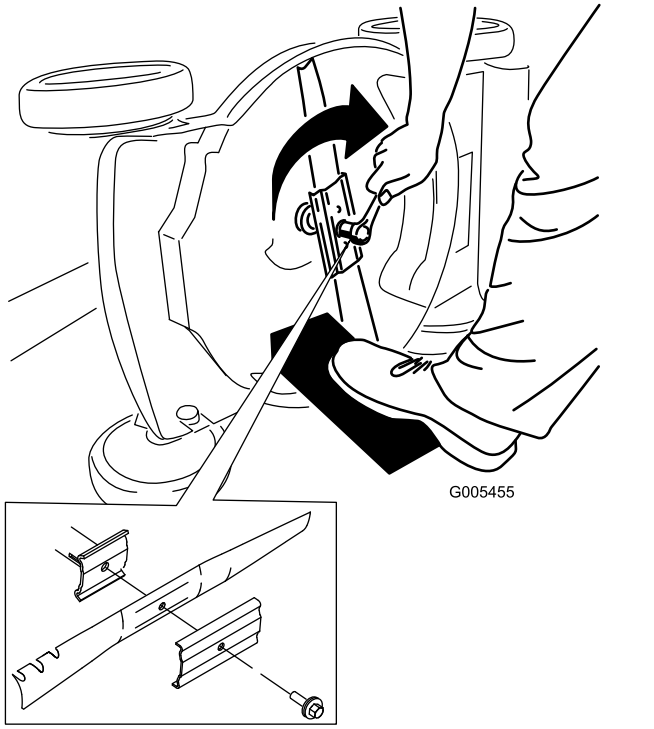

Figura 32
5. Montate la nuova lama usando la bulloneria di montaggio (Figura 32).